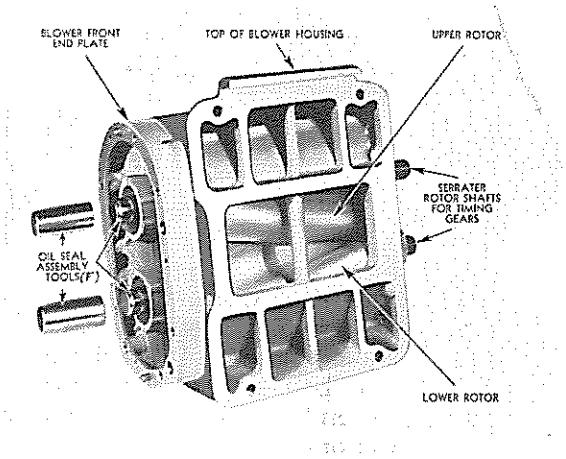

FIG. 12
4. Assembling rotors into housing. With this in mind, as outlined in item (3).
a. Install one oil seal pilot (F) over short end (non-splined) of each rotor shaft and with rotors in mesh and omitted serrations toward top of blower housing, slip rotors into housing. (See Fig. 12).